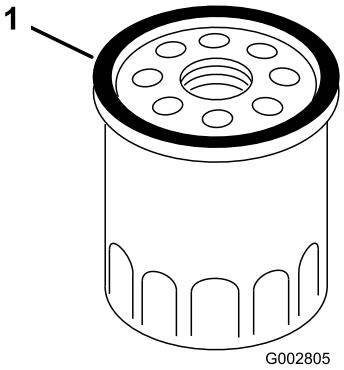

Figure 23
4. Avec les doigts, appliquez de l'huile sur le joint du filtre neuf (Figure 23).